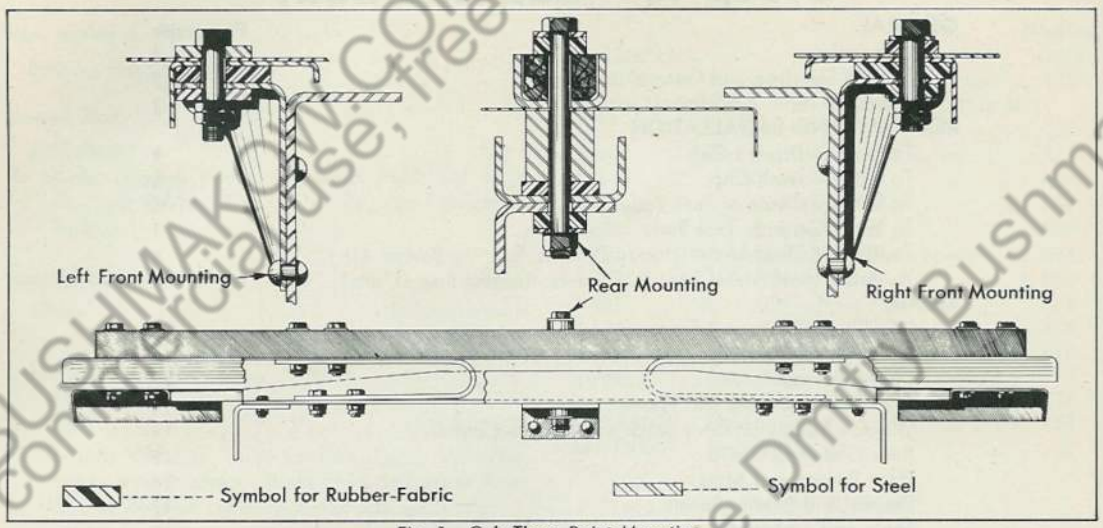

Fig. 1 Cab Three Point Mounting
Weld or bolt panels to cab posts and sills. Tighten cab mounting bolts. Refer to Fig. 1.
Tighten mounting and structural bolts. Refer to "Inspection and Adjustment," Paragraph 3 and Figs. 1 and 2.
A. Cab and Body Mountings—Cab mounting bolts, Fig. 1, should be inspected and tightened to prevent breaking cab panels loose due to excessive distortion. Loose body mountings permit body to shift on frame. Check all body mounting bolts at regular intervals to be sure they are tight.
"Three point" type mounting as shown in Fig. 1 is used to attach cab to frame. Both front corners of cab are flexibly mounted with insulating spacers between cab sill and mounting bracket. Rear mounting consists of a single through bolt at rear center of cab which fastens cab sill to frame cross-member. Rubberized fabric insulators absorb shock. A heavy cushioning spring is placed between cab sill and frame cross-member each side of center mounting bolt to prevent excessive rocking movement at rear of cab.
13. Unscrew nuts from all three cab mounting bolts, Fig. 1, and remove bolts, spacers and washers.
1. Be sure to install rubberized fabric insulators at cab mounting bolts exactly as shown in Fig. 1.